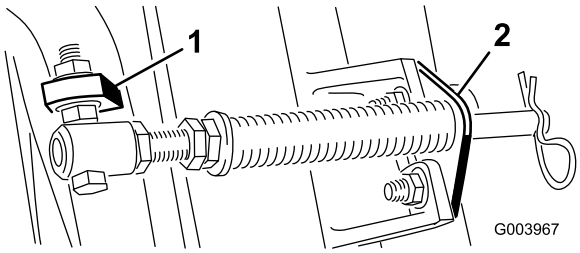

Figur 5
D. Monter de to stangbrakettene til klippeenhetstappene med låseskruene og mutterne (Figur 5).